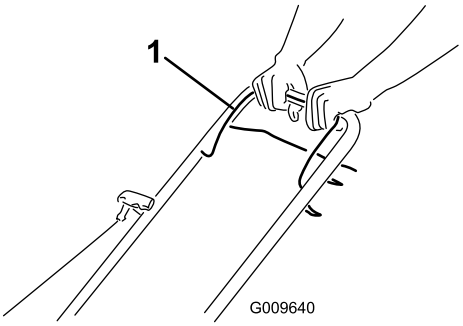

Bild 17
1. Halten Sie den Schaltbügel (Bild 17) gegen den Griff gedrückt.